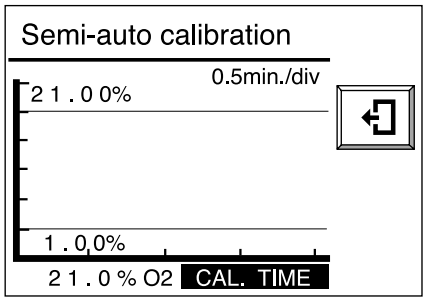

Figura 9.10 Display Calibrazione semiautomatica
(3) Selezionare Start calibration. Viene visualizzato il display illustrato nella figura 9.10 e quindi inizia la calibrazione.